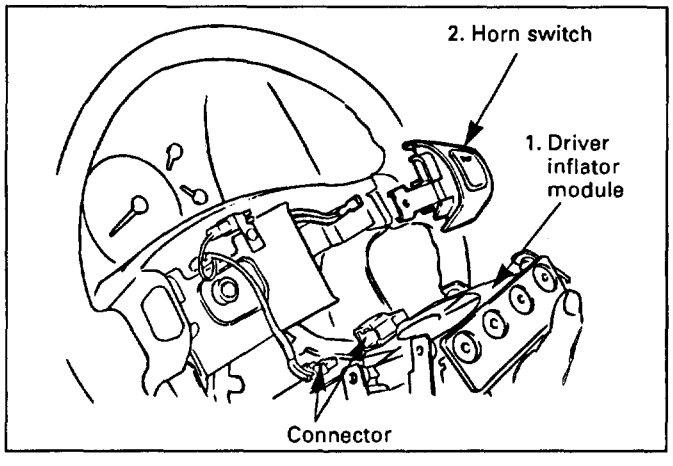

Fig. 8-155
2. **Horn switch (Fig. 8-155)**